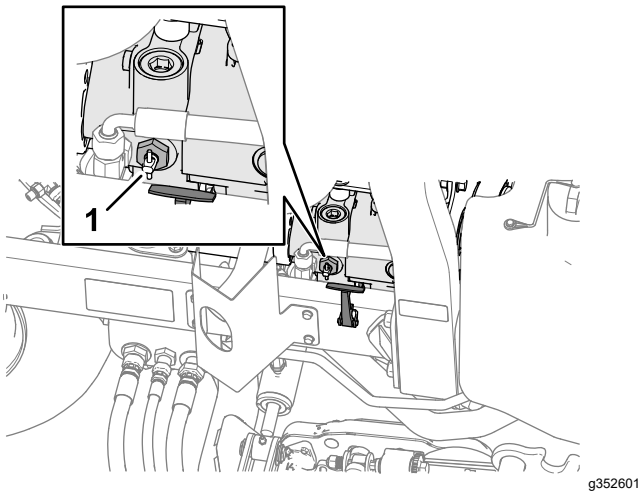

Figur 47
2. Vrid överströmningsventilhandtaget på pumpen 90° (Figur 47). Handtaget sitter nära motorhuvens högra spärr.